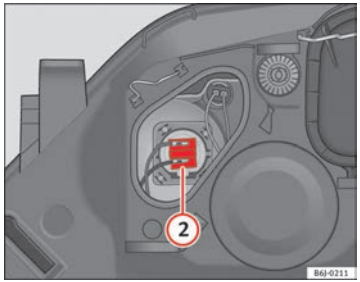

Fig. 135 Main beam headlights
– Remove connector ⇒ fig. 135 (2) by pulling outward.